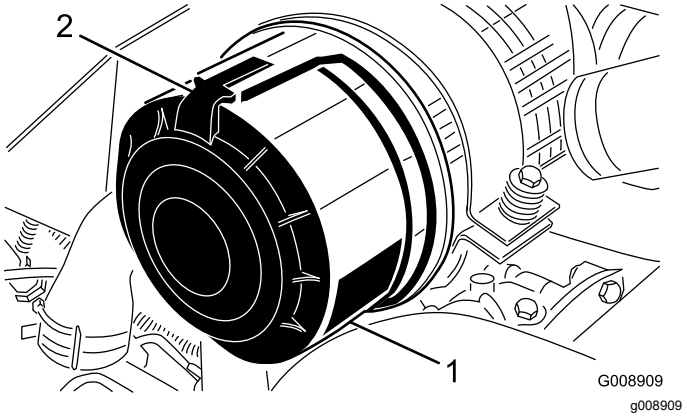

Figur 45
1. Utløs låsene som fester luftrenserdekslet til luftrenserhuset (Figur 45).